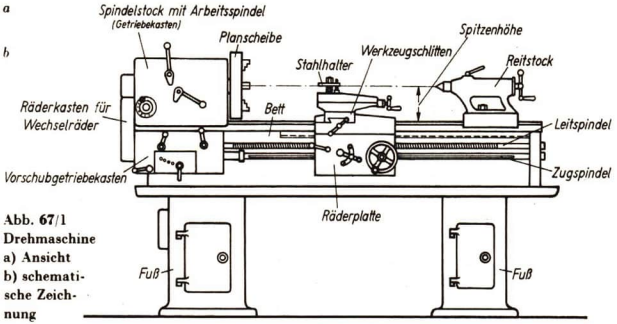

Abb. 67/1
2. Die Drehmaschine. Eine der wichtigsten Maschinen der spanabhebenden Formung ist die *Drehmaschine* (Abb. 67/1). Sie wird vor allem zum Bearbeiten zylindri-